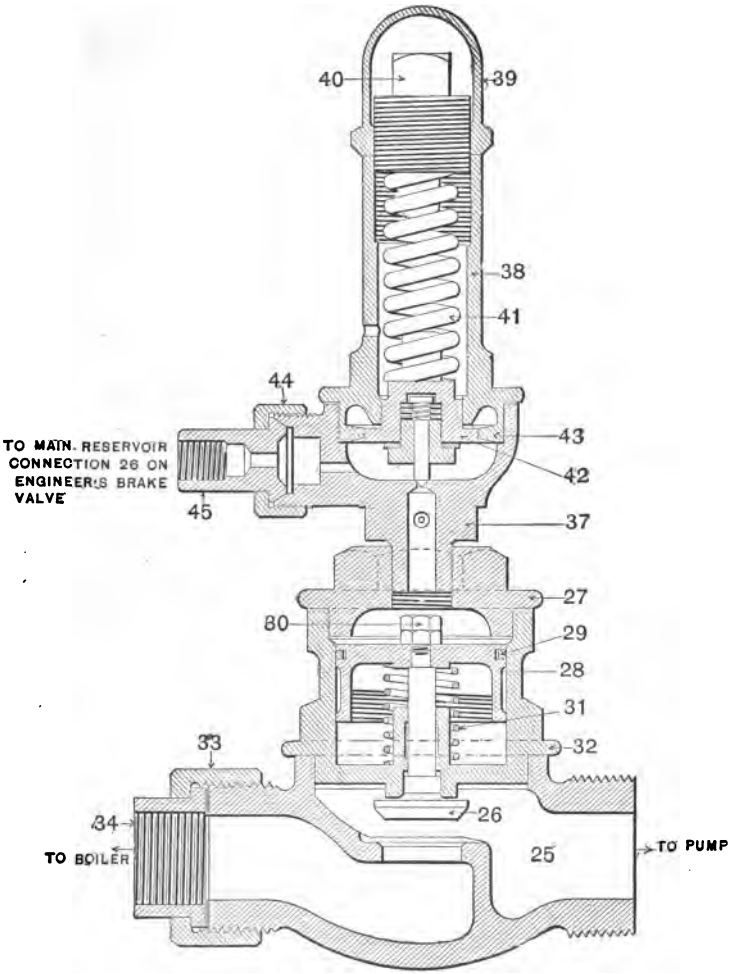

FIG. 42.—IMPROVED PUMP GOVERNOR.
*Q. Explain the duty of spring 41 (Fig. 42).*
A. It allows air pressure to reach the top of piston 28 (Fig. 42), forcing it down and closing valve 26.
*Q. What would be the effect if the release port 37 (Fig. 42) were closed by dirt?*